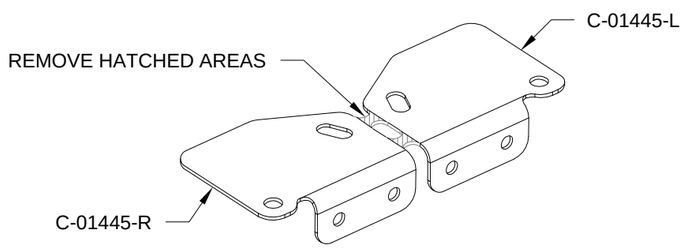

FIGURE 2: SWITCH BRACKETS
Step 2: Label and separate the C-01445-L & -R Switch Brackets as shown in Figure 2.